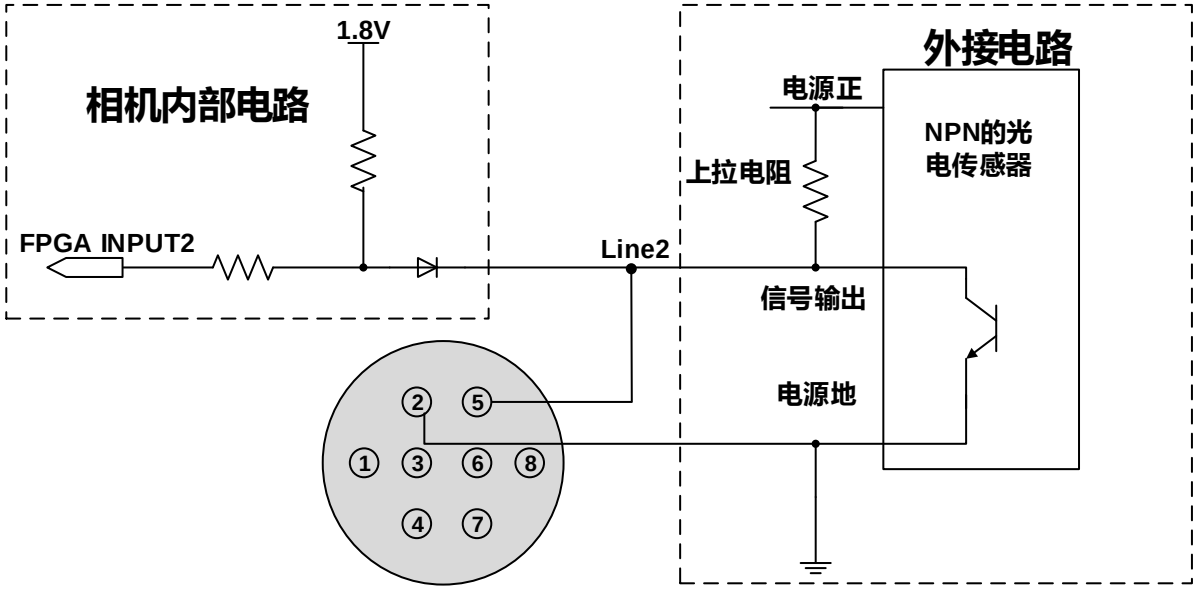
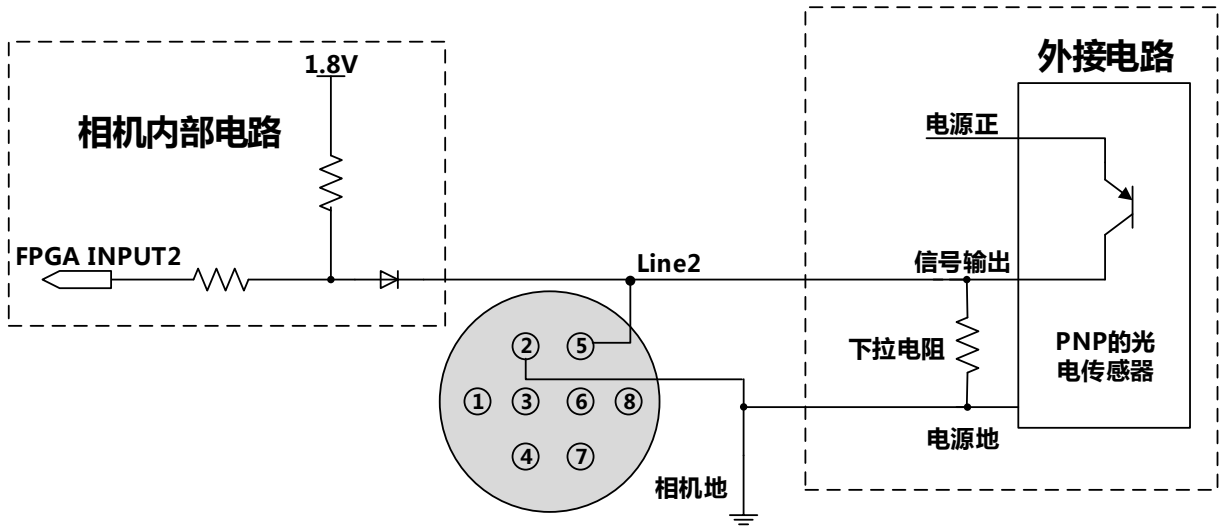

图 7-18 NPN 型光电传感器连接到 Line2 输入电路
图 7-19 PNP 型光电传感器连接到 Line2 输入电路
- Line2 输入高电平时，输入电流小于 100uA；Line2 输入低电平时，输入电流小于-1mA。Line2 和 NPN 型、PNP 型光电传感器的连接方法见图 7-18 和图 7-19。上拉电阻阻值和外接电源电压的关系见表 7-3